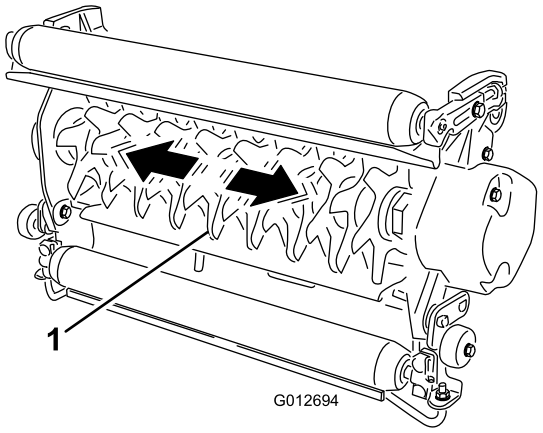

Figur 9
1. Fatta tag i cylinderaxeln och försök att flytta cylinderenheten från sida till sida (Figur 9).